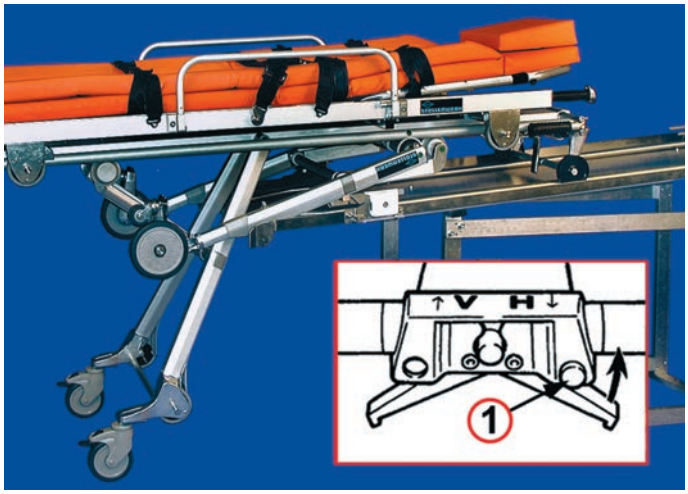

Bild 34
■ Fahrgestell bis zum hinteren Standbein an die Bühne heranfahren (Bild 34)
Bei Inkubator-Fahrgestellen 4002-1 und 4003-1 für Dräger ITI 5400 zum Ziehen des Bedienungshebels "H" den Sicherungsknopf (Bild 34/1) drücken.